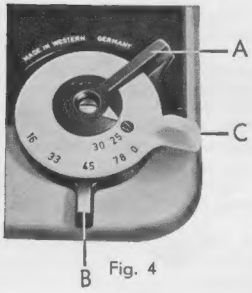

Fig. 4
2.13 Hebel A des Kombinationsschalters auf Automatik (17) stellen (Fig. 4).
2.14 Mit Hebel B Drehzahl wählen (Fig. 4).
2.16 Starten durch Ziehen des Hebels C bis zum Anschlag nach vorn und loslassen (Fig. 4).
2.13 Set lever A of combination switch on automatic (17) (Fig. 4).
2.14 Select rotative speed with lever B (Fig. 4).
2.16 Switching on unit by pulling lever C until stop forward and releasing it (Fig. 4).
2.13 Mettre le levier A du commutateur combiné en position "automatique" (17) (Fig. 4).
2.14 Sélectionner la vitesse au moyen du levier B (Fig. 4).
2.16 Mise en marche: attirer le levier C jusqu'au point de résistance, puis le relâcher (Fig. 4).